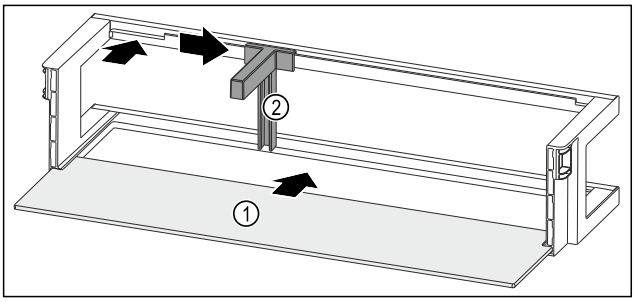

Fig. 237 Door rack with shelf
▶ Push the shelf *Fig. 237 (1)* into the side recesses.
▶ Insert the bottle holder *Fig. 237 (2)* in the recess.
▶ Push the bottle holder *Fig. 237 (2)* to the desired position to the side.